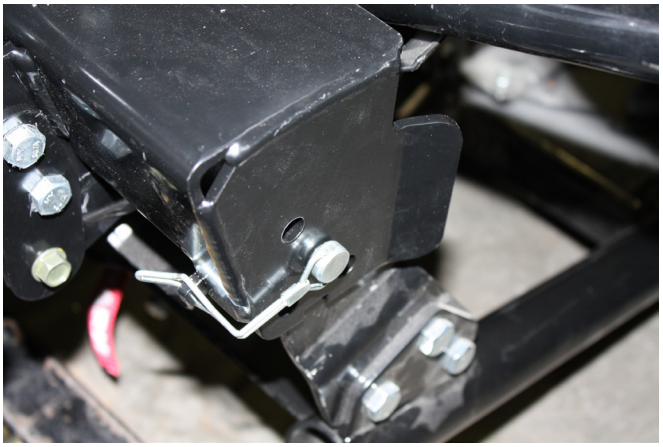

Figure 10
13. Insert the push tube assembly into plow mount. Insert the pins (B4). With the pins inserted, tighten the flange fasteners. See Figure 10.
18. With both alignment pucks seated into the plow mount the retaining pins can be inserted. Once inserted the retaining clips on the pins can be clipped onto locking tab on plow mount. See Plow operator guide “Installing the Plow” for more information. See figure 10.